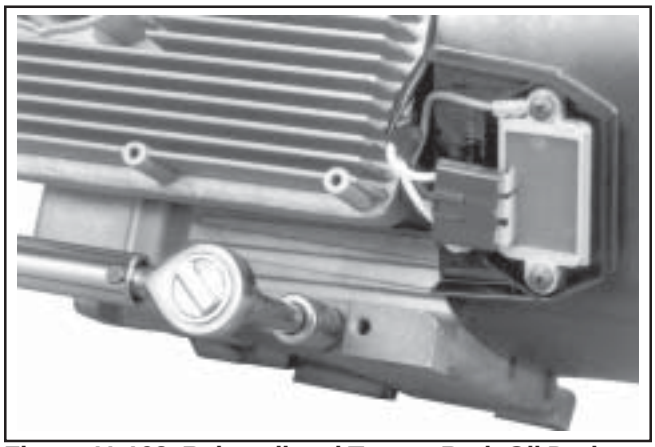

Figure 11-103. Reinstall and Torque Both Oil Drain Plugs.
4. Install the oil drain plugs. See Figure 11-103. Torque the plugs to **13.6 N·m (10 ft. lb.)**.